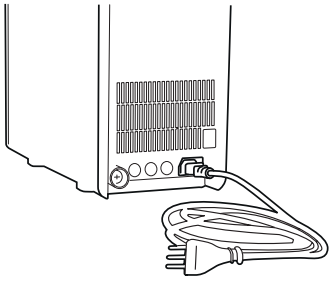

Fig. 16-1
20.9 - Inserire la presa IEC del cavo di alimentazione elettrica in dotazione nella spina IEC posizionata alla base del lato posteriore dell'apparecchio, nell'apposito vano allacciamenti, Fig. 16-1.